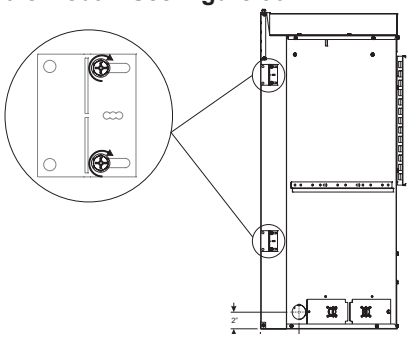

Figure 30
4. Loosen but do not remove the eight screws securing the nailing flanges to the firebox. **See Figure 30**.